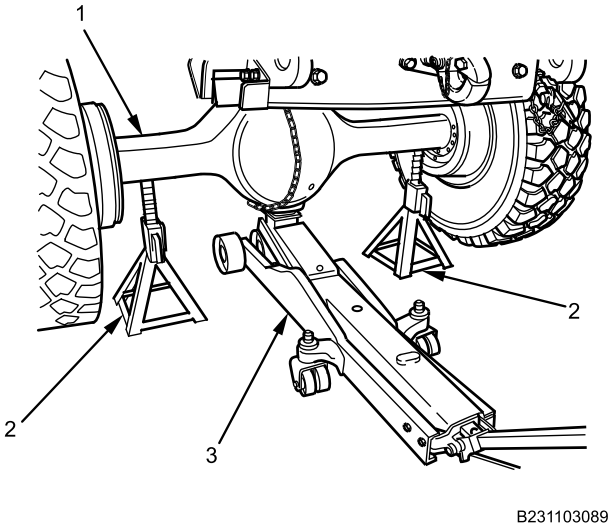

Figure 14. 10-Ton Jackstand Removal.
21. Using 20-ton floor jack (Figure 14, Item 3), lift rear axle assembly (Figure 14, Item 1) and remove both 10-ton jackstands (Figure 14, Item 2).